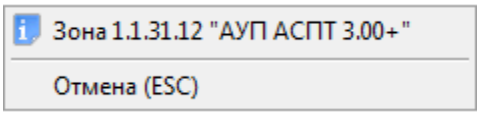

Рисунок 8-150 Контекстное меню для входа с типом "Контроль неисправности АУП"
– Только просмотр информации о входе и его состоянии (см. Рисунок 8-150).